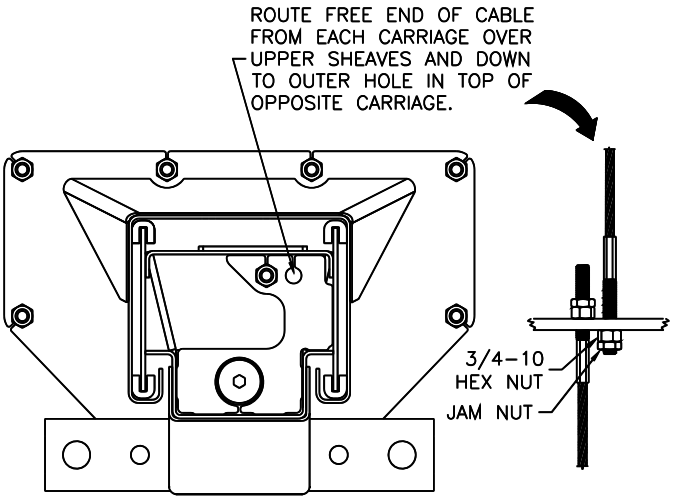

Fig. 12 – Cable Attachment at the Carriage
32) Mount synchronizer cables to carriages as shown in **Fig. 12**.